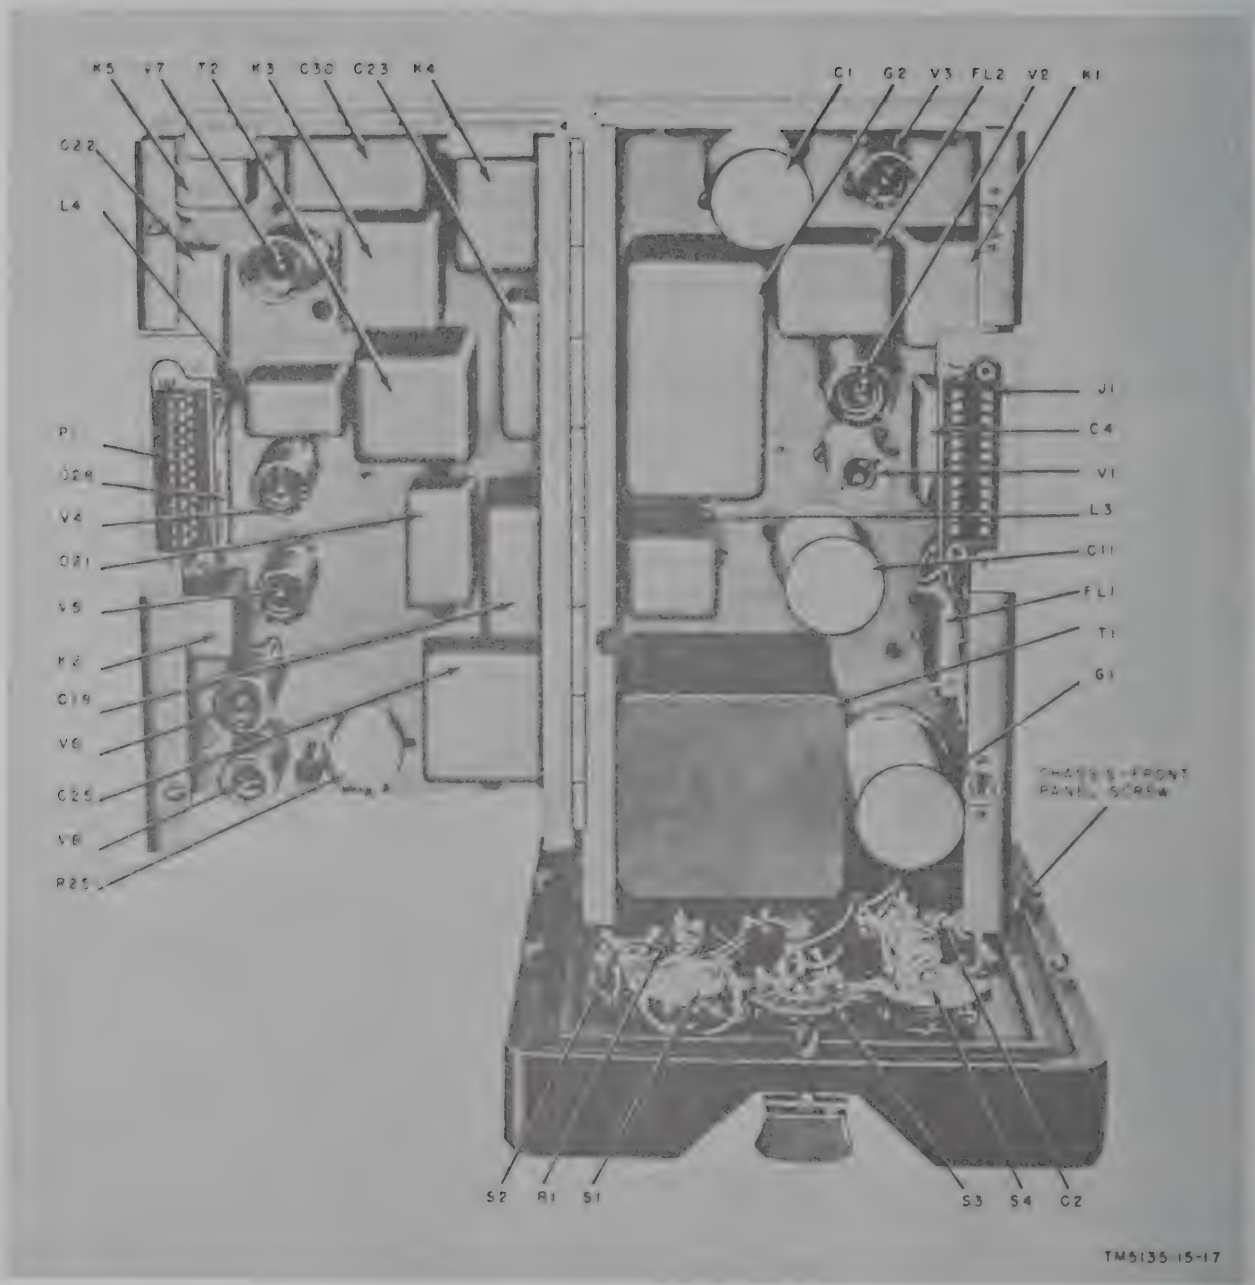

Figure 21. Control unit, upper level chassis swung open, component location.
a. General. In the troubleshooting chart (*d* below), procedures are outlined for localizing troubles to a stage within the radio set control. Parts locations are indicated in figures 21, 22, and 23. The overall schematic diagram is shown in figure 25. Voltage and resistance measurements at tube sockets are shown in figure 20. Coil resistances are given in paragraph 37. Depending on the nature of the operational symptoms, one or more of the localizing procedures will be necessary. When trouble has been localized to a particular stage, use voltage and resistance measurements to isolate the trouble to a particular part.
b. Use of Chart. The troubleshooting chart supplements the equipment performance check list (par. 19). If no operational symptoms are known, begin with item 1 of the equipment performance check list and proceed until a symptom of trouble appears.
d. Removal of Front Panel. Remove six chassis-to-front panel screws (fig. 21) on the right and left sides of the front panel. In separating the panel from the chassis do not strain the connecting wires and cables.